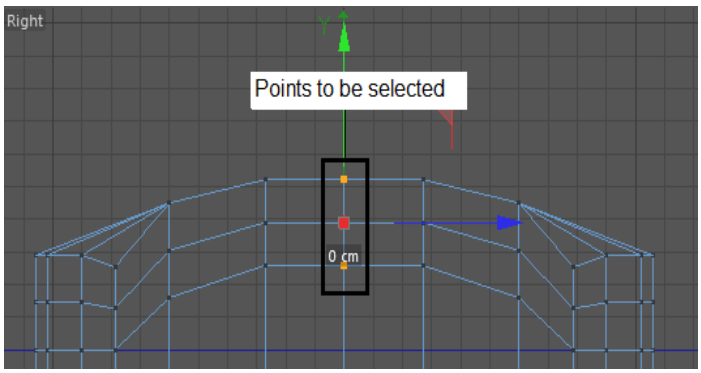
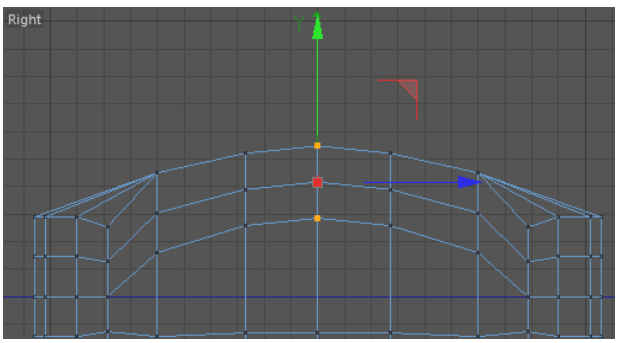

Figure 3-28 *The top center points of Computer mouse selected*
Figure 3-29 *Moving the selected points of Computer mouse*
19. Select the top center points of *Computer mouse*, as shown in Figure 3-28. Move the selected points upward in the Right viewport, as shown in Figure 3-29.